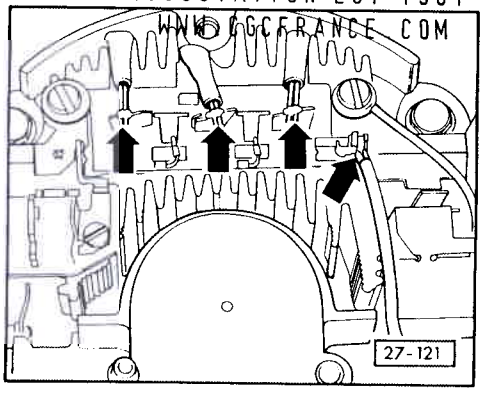

Fig. 11 Plaque porte-diodes: dépose et repose
- Vérification - fig. 11, 12
- Vérification - fig. 11